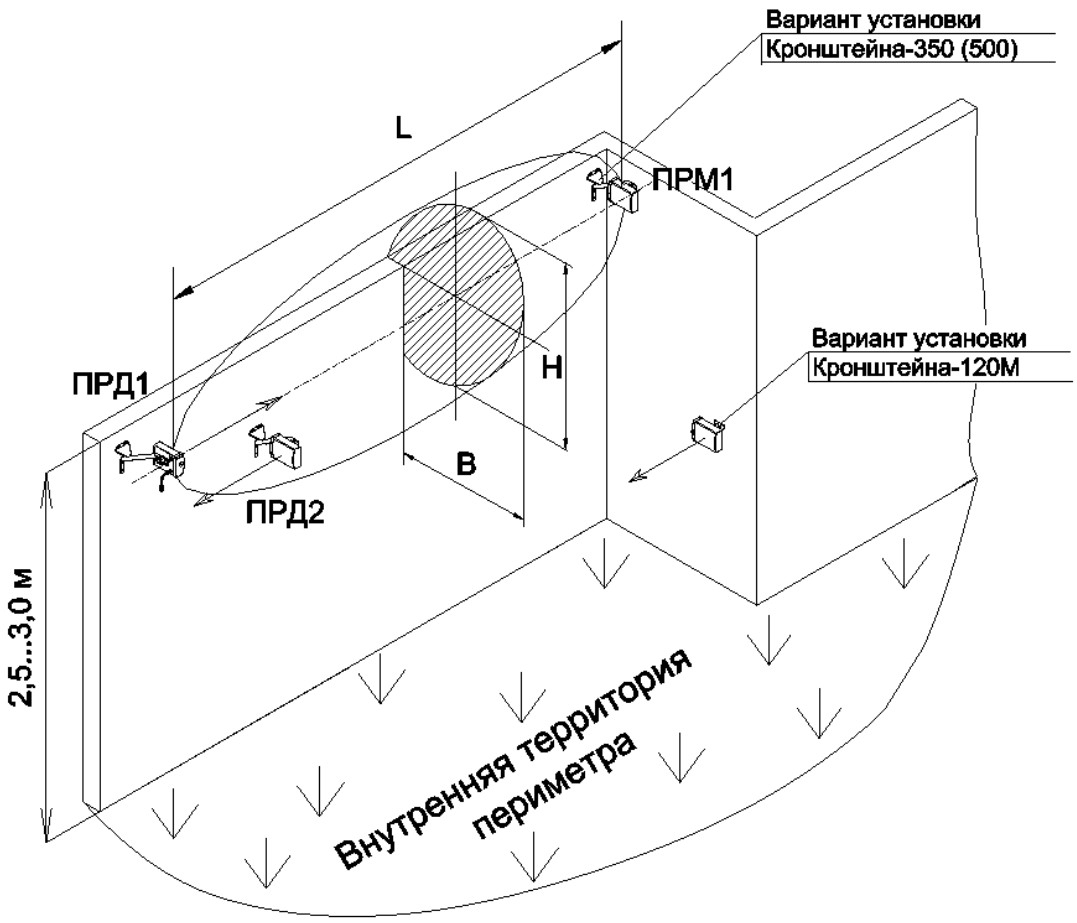

Рисунок 2.9 – Пример установки извещателя с применением выносных кронштейнов 500, 350, 120М
– КРОНШТЕЙН-500 (вынос 500 мм) рекомендуется применять, если верх заграждения «закрыт» средствами физической защиты (АСКЛ, АКЛ и т.п.) (см. рисунок 2.9);
– КРОНШТЕЙН-350 (вынос 350 мм) рекомендуется применять, если по верхней части заграждения отсутствуют средства физической защиты (см. рисунок 2.9.